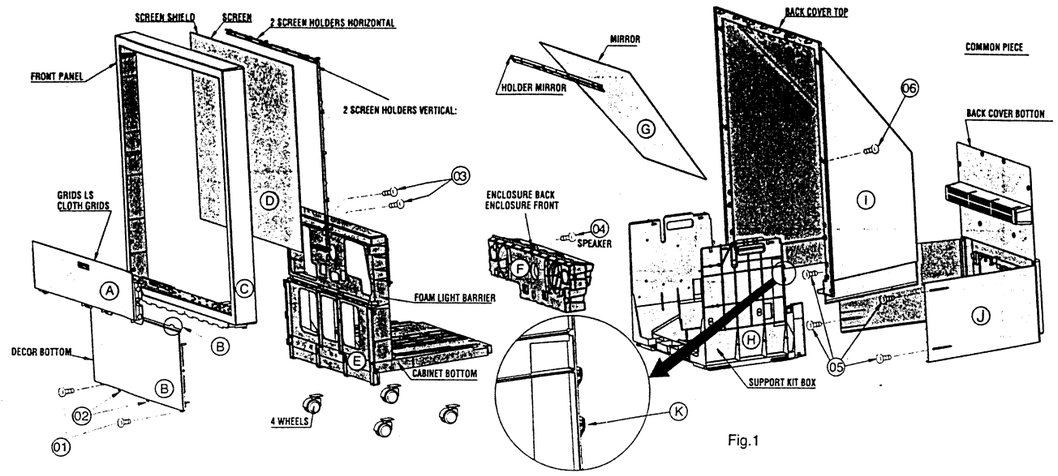
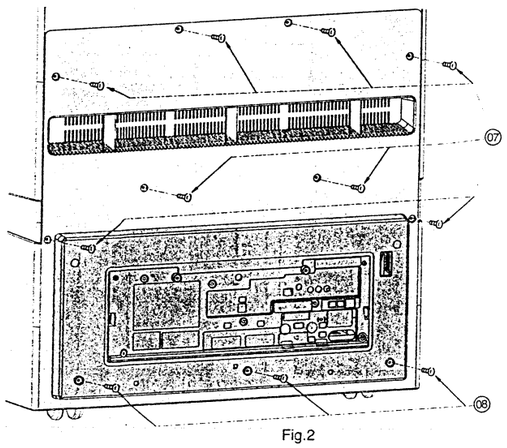
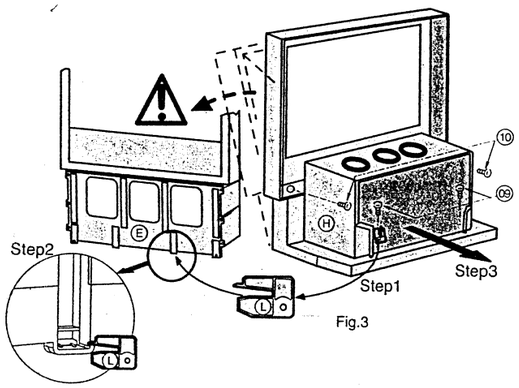

Fig.1
Fig.2
Fig.3
- Remove the screws **(01)** (fig. 1). Release the plastic securing hook **(02)** lifting them with a screwdriver. Then pull the decor bottom **(B).**
- Remove the four screws **(05)** (fig. 1) and the eight screws **(07)** (fig. 2) fixing the bottom back cover to the top back cover and located at the back of the set.
- Remove the three securing screws **(08)** (fig. 2) fixing the bottom back cover to kit box support.
- Remove the bottom back cover **(J)** (fig. 1).
- Lift the top back cover **(I)** (fig. 1) to disengage it from the securing hooks **(K)** (fig. 1), ⚠ taking care not to damage the screen.
- Remove the top back cover (I).
- Remove the securing screws **(09)** of the kit box **(H)** (fig. 3). Remove the wedge **(L)** screwed at the left side of the chassis (fig. 3, step1) before removing the kit box and insert it in the hole of the cabinet downer **(E)** as shown fig. 3 (step 2). This is to avoid the "front and screen" assembly seesawing and screen damage.
- Remove kit box **(H)** as shown fig. 3 (step 3).
- Remove the two securing screws **(03)** (fig.1) located on both side of the loudspeaker assembly securing screw. Also remove the two screws **(10)** (fig. 3).
- Retirer les vis **(01)** (Fig. 1). Soulever à l'aide d'un tournevis les languettes inférieures de maintien **(02).** Puis déboîter le panneau de décoration **(B).**
- Retirer les quatre vis **(05)** (Fig.1) et les huits vis **(07)** (Fig.2) à l'arrière, qui relient les 2 caches haut et bas.
- Retirer ensuite les trois vis **(08)** (Fig.2) qui fixent le cache bas sur le socle.
- Oter le cache arrière bas **(J)** (Fig.1).
- Soulever le cache arrière supérieur **(I)** (Fig.1) pour le dégager des crochets de maintien **(K)** (Fig.1) ⚠ **Prendre garde de ne pas détériorer l'écran.**
- Retirer les vis de fixation **(09)** du KIT BOX **(H)** et **récupérer** lors de cette opération la pièce **anti-bascule (L)** à installer à l'avant de la façade - écran **(E)** comme indiqué en figure 3 avant de retirer le KIT BOX.Ceci pour éviter que l'ensemble "façade-écran" bascule vers l'avant et détériore l'écran.
- Retirer les deux vis de fixation **(03)** (de part et d'autre de la vis de fixation du coffret HP) et les deux vis **(10)** (Fig.3).
- Entfernen Sie die Schrauben **(01)** (Abb. 1). Entriegeln Sie durch Anheben mit einem Schraubendreher die Kunststoffhaken **(2).** Ziehen Sie die untere Frontabdeckung nach vorne ab.
- Entfernen Sie die vier Schrauben **(5)** (Abb. 1) und die acht Schrauben **(07) (**Abb. 2). Die letzteren befinden sich an der Geräterückseite und verbinden die untere Geräterückwand mit der oberen Geräterückwand.
- Entfernen Sie die drei Befestigungsschrauben **(08)** (Abb. 2), mit denen die Kitbox-Halterung an der unteren Geräterückwand befestigt ist.
- Entfernen Sie die untere Geräterückwand **(J)** (Abb. 1)
- Heben Sie die obere Gehäuserückwand (I) an, um Sie aus den Sicherungshaken **(K)** (Abb.1) zu lösen. ⚠ Achten Sie darauf, den Bildschirm nicht zu beschädigen.
- Entfernen Sie die Befestigungsschrauben **(9)** der Kitbox **(H)** (Abb. 3). Vor dem Herausziehen der Kitbox schrauben Sie den Stützwinkel **(L)** von der linken Seite des Chassis ab (Abb. 3, Step 1) und stecken ihn (wie in Abb. 3 (Step 2)) in die Öffnung im Gehäuseunterteil **(E).** Der Stützwinkel verhindert ein Kippen der Front-/Bildschirmeinheit nach vorne.
- Ziehen Sie die Kitbox **(H)** wie in Abb. 3 (Step 3) zunächst nur ein Stück heraus und lösen die Verbinder zur Frontverbinder-Platine und zum Netzschalter. Dann kann die Kitbox vollständig herausgezogen werden.
- Entfernen Sie die beiden Schrauben **(03)** (Abb. 1) neben den Lautsprecher-Befestigungsschrauben. Zusätzlich lösen Sie die Schrauben **(10)** (Abb. 3).